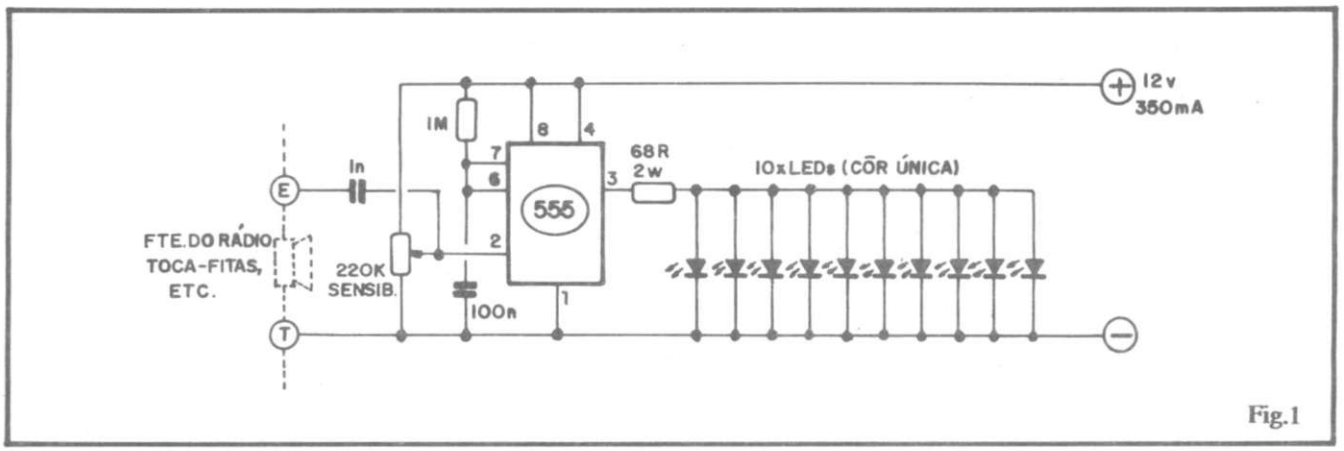

Fig.1
- **FIG. 1** - Diagrama do circuito da LURIT-10. Um único (e super-"familiar"...) Integrado 555 faz "só tudo"... Estruturado em MONOESTÁVEL, com período relativamente curto, determinado pelo resistor de 1M mais o capacitor de 100n, o 555 aciona através de sua saída, nada menos que 10 LEDs "paralelados". Lembrando que o 555, na sua saída (pino 3) é capaz de manejar até 200mA, fica fácil de entender como o "bichinho" pode energizar tantos LEDs, com boa luminosidade... Um resistor de 68R x 2W realiza importante trabalho de "segurança", exercendo uma limitação de corrente, para o caso de se colocar o conjunto a trabalhar nas tensões/limite (15 volts), de modo que o Integrado sempre "aguentará o tranco"... O MONOESTÁVEL é disparado pelo tradicional "gatilho" (pino 2), observando o Leitor/Hobbysta que esse pino é dotado de uma pré-polarização determinada pelo potenciômetro de
- USANDO E AJUSTANDO A **LURIT-10** - Depois de ligado o circuito à alimentação (ver figs. 1 e 4) e ao equipamento de áudio (idem, inicialmente deve ser ajustado o **volume** ao áudio (fonte de sinal) na intensidade normal ou momentaneamente desejada. Em seguida, gira-se o potenciômetro da LURIT em sentido "horário", ouvindo-se logo o "clique" da chave incorporada, que liga a alimentação do circuito. O ajuste de SENSIBILIDADE (feito no mesmo potenciômetro...) deve então ser "levado" até o ponto em que o **display** (conjunto de LEDs da LURIT-10) "reaja", acompanhando com seus lampejos luminosos nítidos e firmes, o andamento e a intensidade da música ou fala naquele momento reproduzidas pelo equipamento de áudio acoplado. Quem costuma usar seu áudio sempre no mesmo volume, pode manter o ajuste da LURIT-10 sempre também no mesmo "ponto" (ou fazer uma marquinha no **dial** do potenciômetro, para facilitar "lembrar" a posição ideal do ajuste...). De qualquer modo, a LURIT-10 pode ser ajustada mesmo para volumes muito baixos (assim como **muito** altos...), já que a gama de atuação do potenciômetro é ampla...